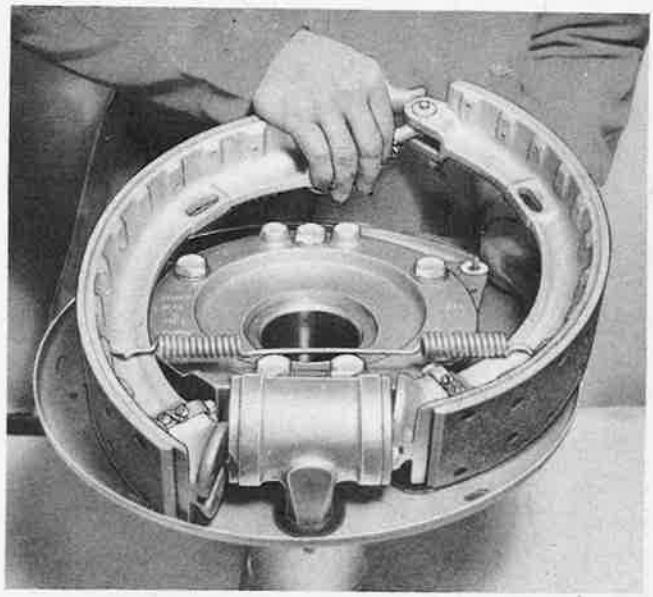
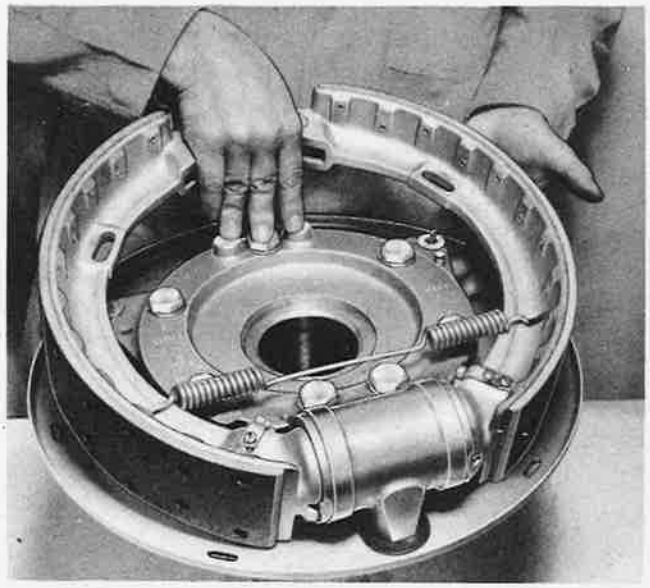

Figure 174—Extending Brake Shoes
Figure 175—Installing Brake Shoe Ring
(3) Extend the shoe ring (figure 174) and force down the shoe ring (figure 175).